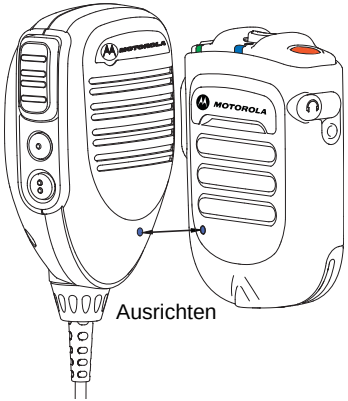

Abb. 2.10: Koppeln des WRSM
2. Führen Sie den blauen Punkt zur sicheren Kopplung auf dem WRMS innerhalb eines Abstands von 2,5 cm an den blauen Punkt zur sicheren Kopplung auf dem Mobile Mic Gateway. Siehe Abbildung 2.10.